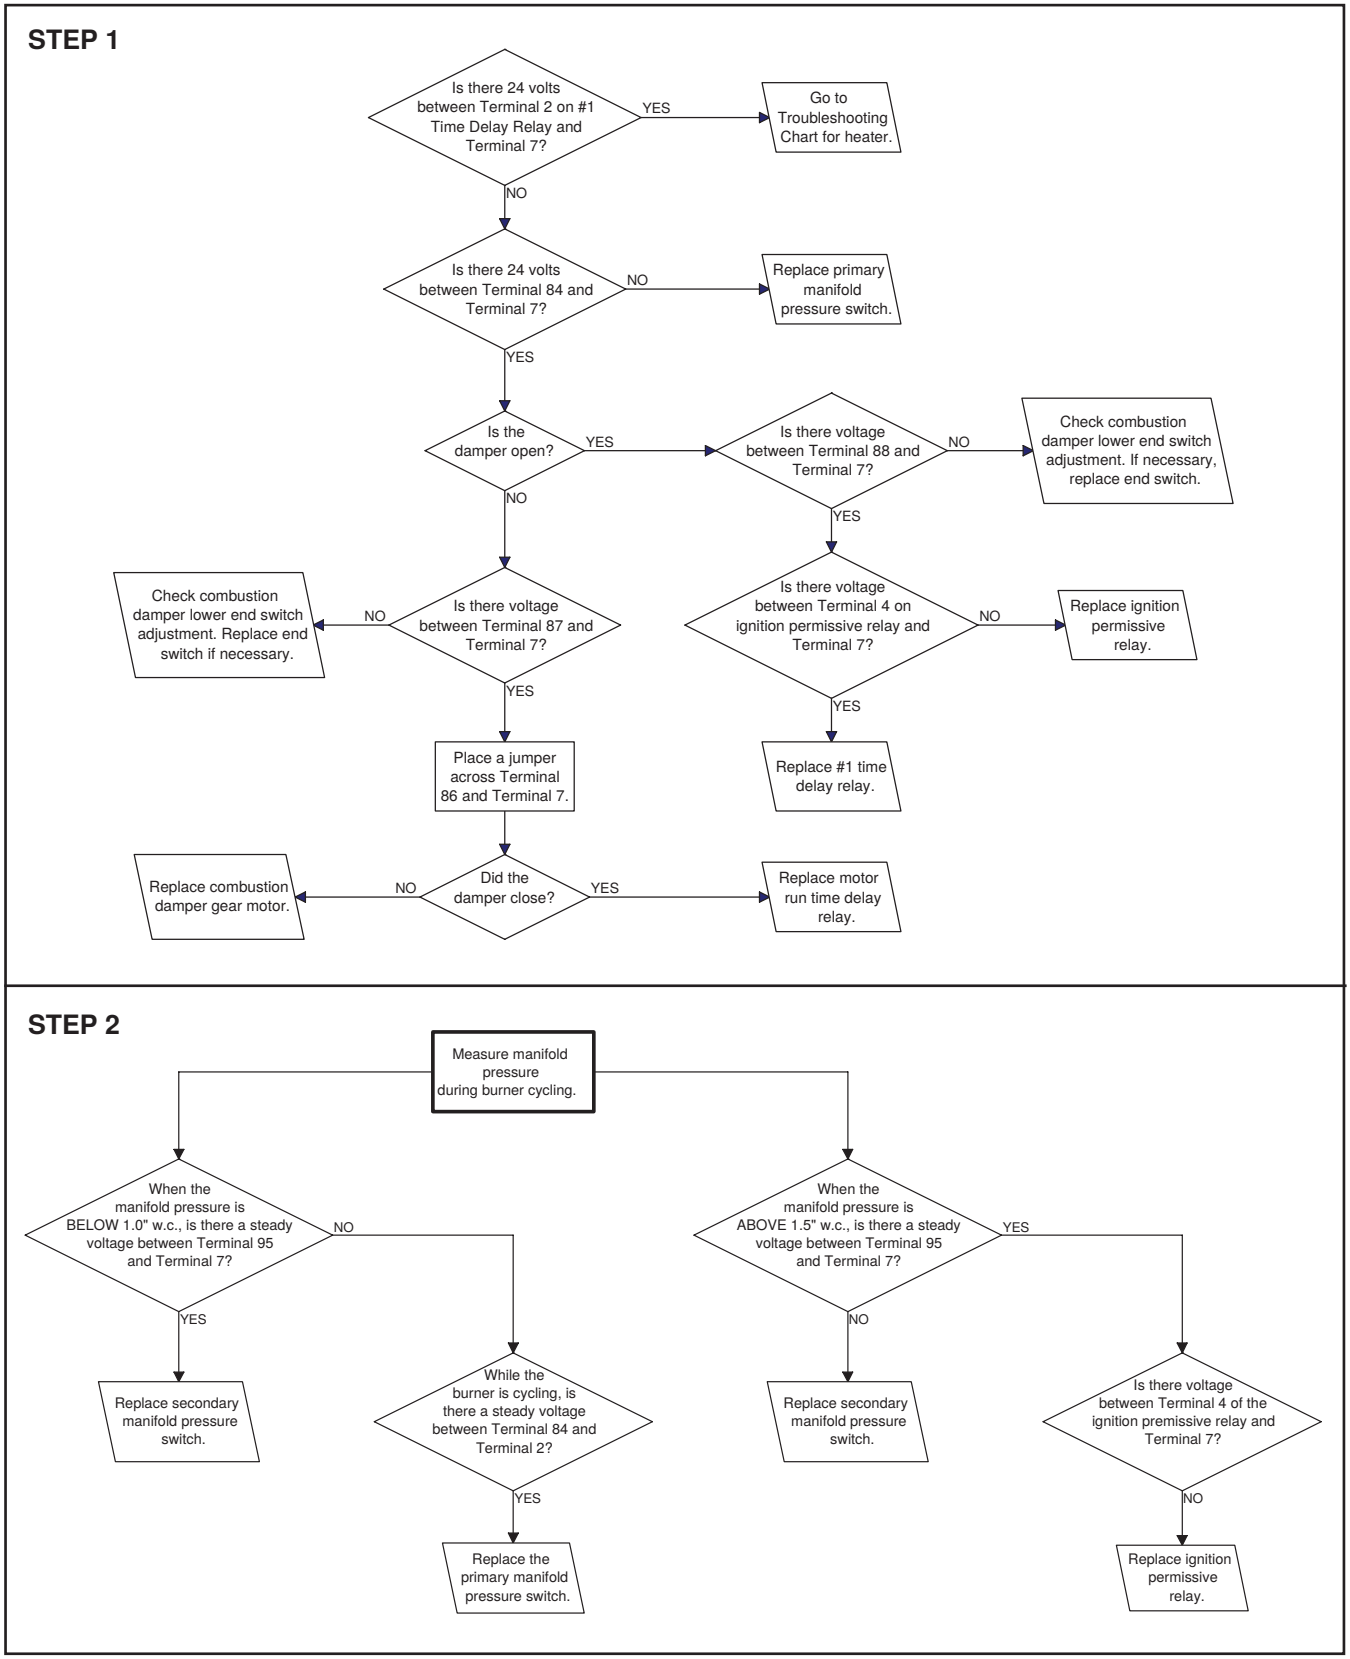

Figure 45. Troubleshooting Guide for Checking Bypass Combustion Air Damper Safety Circuit on Units with Option AG39, AG40, AG41, or AG42
1. Main burners are inoperative—24V is available between terminals 2 and 7 (see step 1, **Figure 45**).
2. Steady call for heat (burner cycles)—24V is available between terminals 11 and 7 and terminals 2 and 7 (see step 1, **Figure 45**).